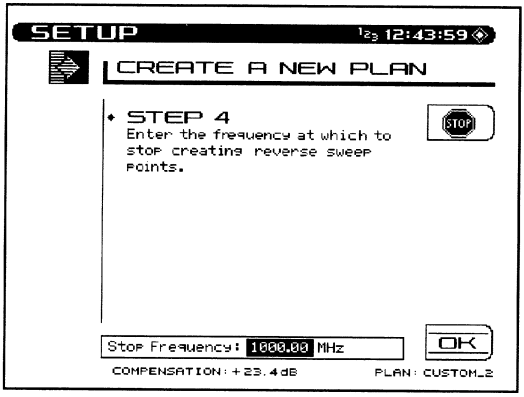

Fig. 14-17 Creating a New Reverse Sweep Plan, Step 4
4. Finally, enter the stop frequency (see Figure 14-17). There will be no sweep points generated beyond the stop frequency. Use the numeric keys followed by the **ENTER** key. Then press the ***OK*** soft key to continue.